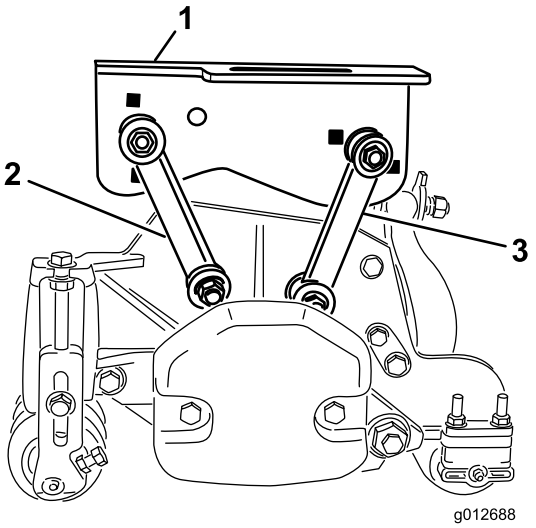

Figuur 17
- Bevestig de voorste montagekoppelingen in de openingen van het middelste draagframe met een bout (3/8 x 2-1/4 inch), 2 platte ringen en een borgmoer, zoals getoond in Figuur 17. Plaats tijdens het monteren een ring aan beide zijden van de koppeling. Draai de bevestigingen vast tot 42 Nm.
- Bevestig de achterste montagekoppelingen in de openingen van het middelste draagframe met een bout (3/8 x 2-1/4 inch), 2 platte ringen en een borgmoer, zoals getoond in Figuur 17. Plaats tijdens het monteren een ring aan beide zijden van de koppeling. Draai de bevestigingen vast tot 42 Nm.